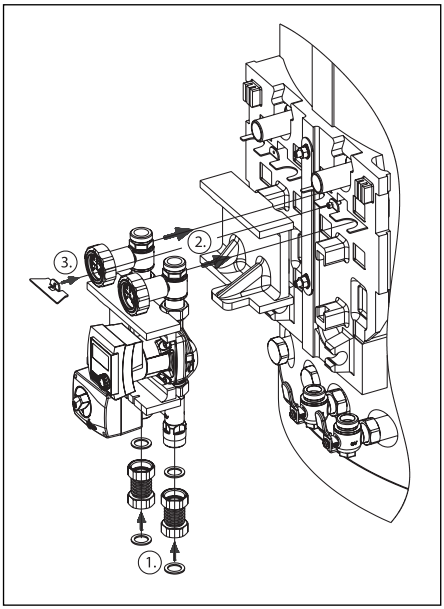

Abb. 10 Montage Heizkreisgruppe
– Metallwellrohre L = 45 mm mit Dichtungen an die Heizkreisgruppe anschließen (Abb. 10 Punkt 1). Anschließend die Gruppe in die Halterung einhängen (Punkt 2), das Sicherungsblech aufsetzen und an der Halterung fixieren (Punkt 3)